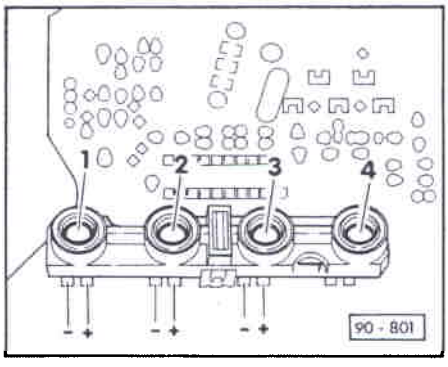

FIG. 4 AFFECTATION DES TÉMOINS DE DROITE
- AFFECTATION DES TÉMOINS ==> FIG. 4